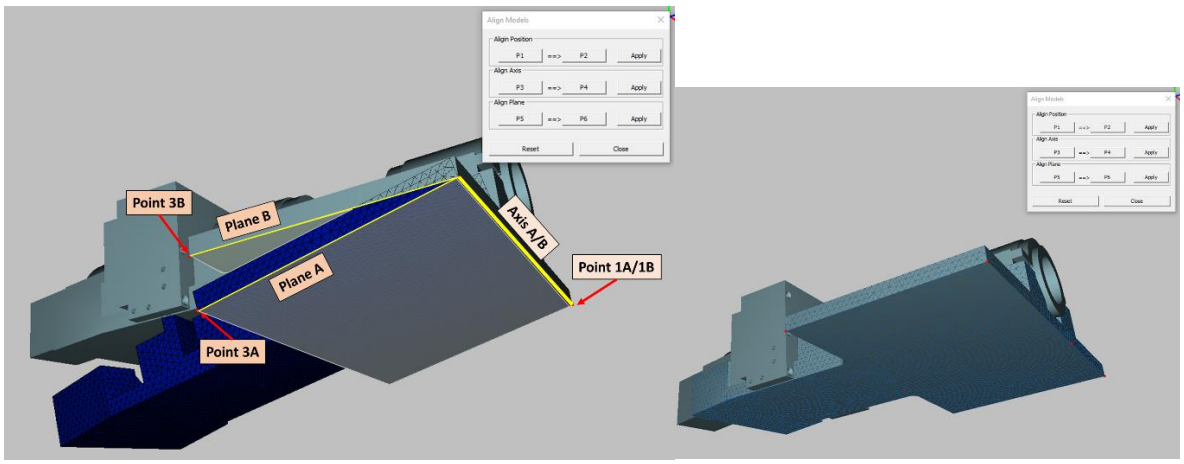

Figure 119 Alignment example - Step 3 – Plane alignment (before and after)
3. Aligning a plane on **Model A** to a plane on **Model B** (Figure 119)